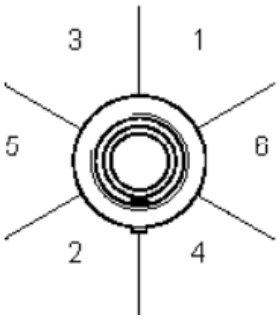
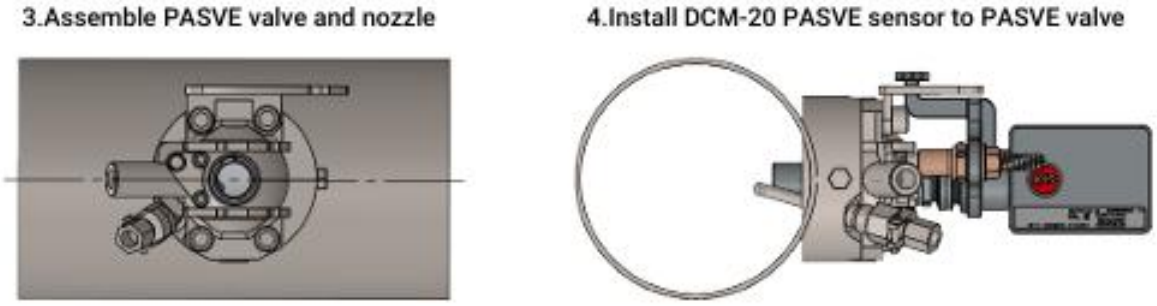
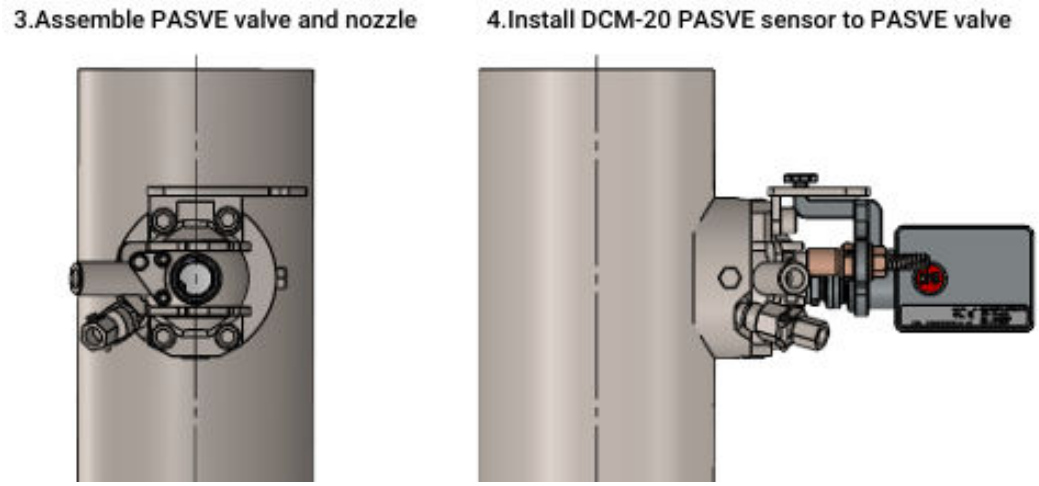

Abbildung 25 Das Schweißen muss wie hier gezeigt in 6 Schritten erfolgen.
Abbildung 27 PASVE®-Einbau in eine waagerechte Rohrleitung (Zeichnung 10729).
Abbildung 28 PASVE®-Einbau in eine senkrechte Rohrleitung. Zeichnung 10728.
- Schweißrichtlinien: Das Schweißen muss in 6 Schritten erfolgen (siehe Abb. 25). Für den Einbau in waagerechte Rohre siehe Abb. 27, für senkrechte Rohre Abb. 28. Diese Zeichnungen enthalten detaillierte Schweißanweisungen sowie Angaben zum Ausschneiden der Öffnung, zur Schweißfolge und zur Steuerung der Wärmeeinbringung, um eine robuste und zuverlässige Schweißnaht sicherzustellen.